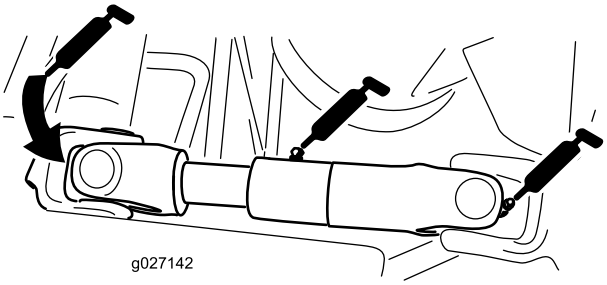

Figur 47
- Pumpens drivaksels U-samling (3) (Figur 47)